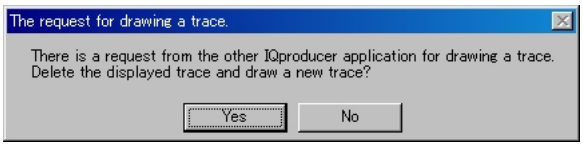

Figure 3.1.4-4 Confirmation message
2. Click the **[FFT]** button. The confirmation message shown in Figure 3.1.4-4 below appears: